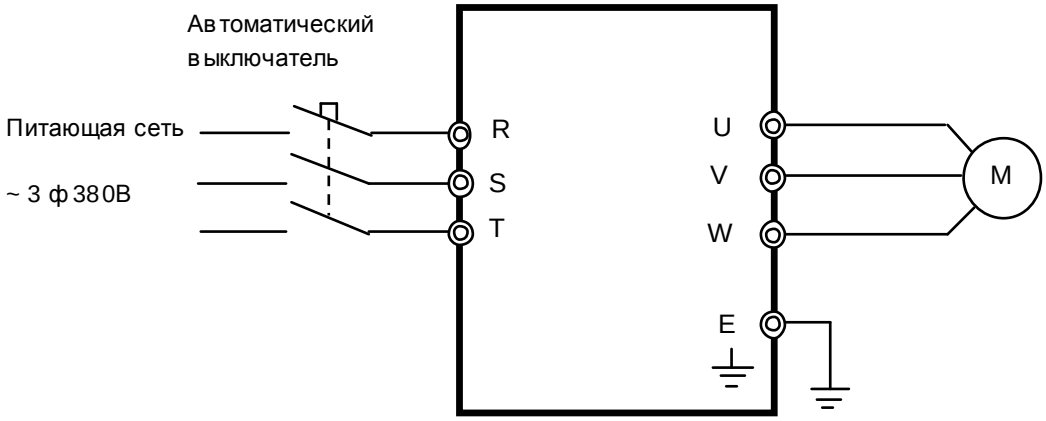

Рис. 8.2. Схема подключения силовых цепей ПЧ EI-7011
8.2. Подключить проверяемый преобразователь частоты по схеме, приведенной на рис. 8.2.